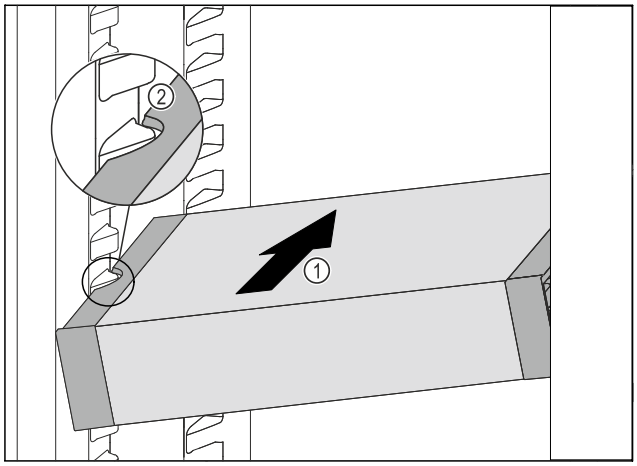

Fig. 107
▶ Împingeți VarioSafe oblic în frigider *Fig. 107 (1)*, până când degajările laterale *Fig. 107 (2)* ale VarioSafese află la înăl-țimea nervurii recipientului din frigider.